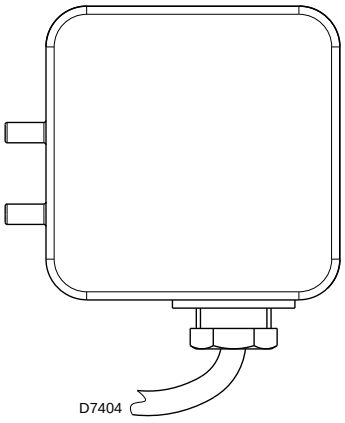

Abb. 18
- ➤ Stellen Sie den Luftdruckwächter (Abb. 18) auf den Skalenanfangswert ein.
Führen Sie die Einstellung des Luftdruckwächters (Abb. 18) aus, nachdem alle anderen Einstellungen des Brenners bei auf den Skalenanfang eingestellten Luftdruckwächter vorgenommen wurden.